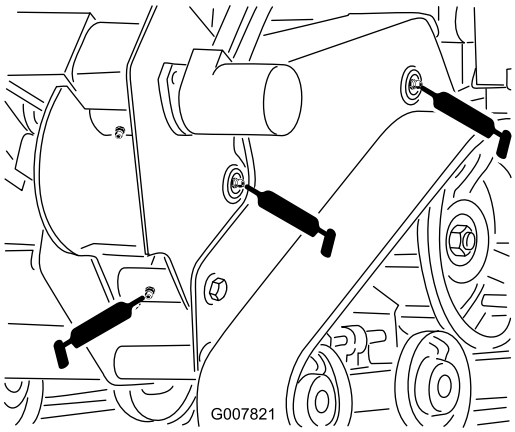
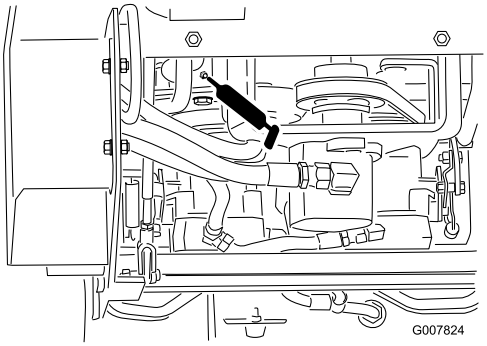

Bild 27
Bild 30
3. Setzen Sie die Fettpresse nacheinander an allen Nippeln an (Bild 27 und Bild 30).